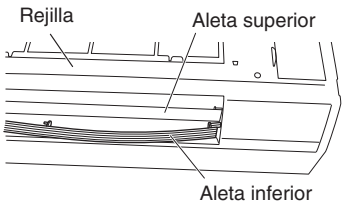

Fig. 3-14
(5) Quite la aleta inferior desbloqueando los cuatro pasadores de la aleta inferior en orden. (Figs. 3-14 y 3-15) (La aleta es tan flexible que puede quitarse fácilmente.)